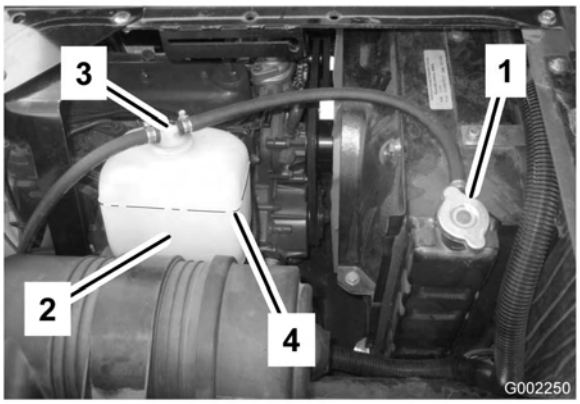

Figur 52
3. Afmonter forsigtigt kølerdækslet og ekspansionsbeholderens dæksel (Figur 52).